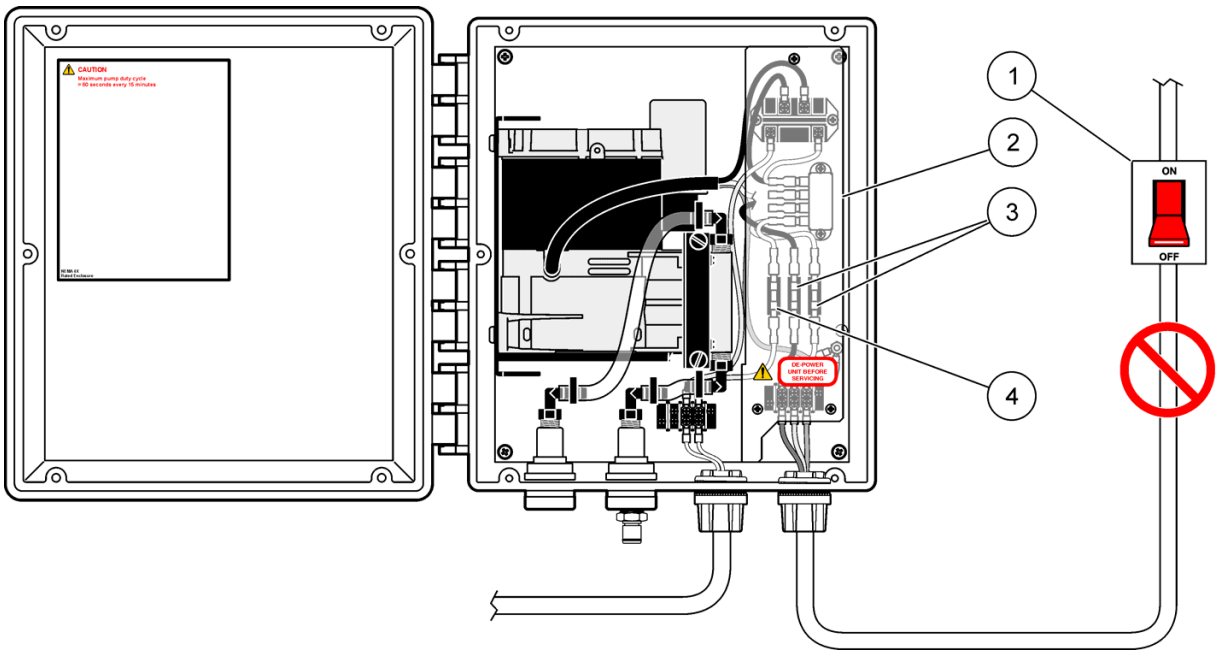

Abbildung 10 Sicherungsaustausch
2. Die Sicherungen sind durch Sicherungen desselben Typs und derselben Bemessung zu ersetzen (siehe Abbildung 10, Komponenten 3 und 4, zum Sicherungsaustausch):